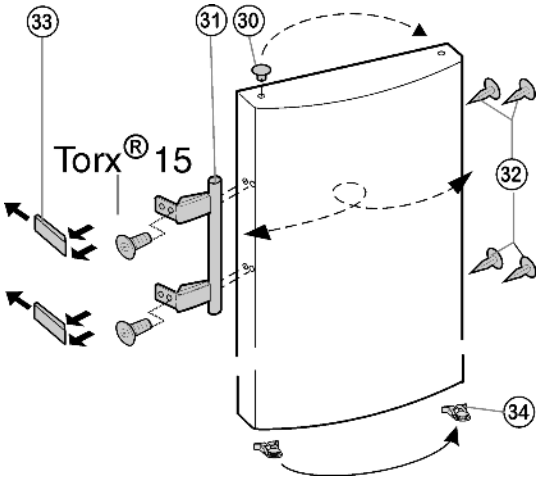

Fig. 7
- Выведите из фиксатора дверцы пружинный зажим *Fig. 7 (34)* и переставьте его на новую сторону шарнира.
- Извлеките пробку *Fig. 7 (30)* из опорной втулки дверцы и переставьте.
- Снимите и переставьте на противоположную сторону дверную ручку *Fig. 7 (31)*, пробку *Fig. 7 (32)* и прижимные пластины *Fig. 7 (33)*.